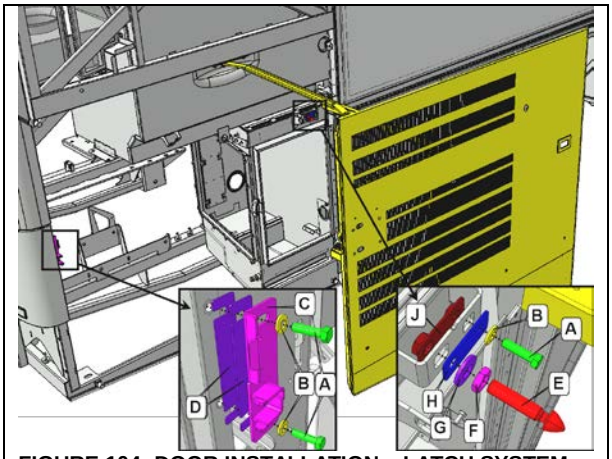

**FIGURE 104: DOOR INSTALLATION – LATCH SYSTEM**
1. To adjust the position, the door must be free to move without any restriction. For this reason, remove pin E and stripe plate C (**FIGURE 104**).